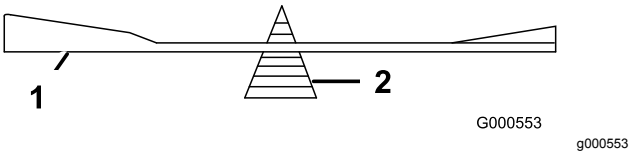

Figur 108
2. Sjekk knivens balanse ved å legge den på en balanseringsinnretning (Figur 108).